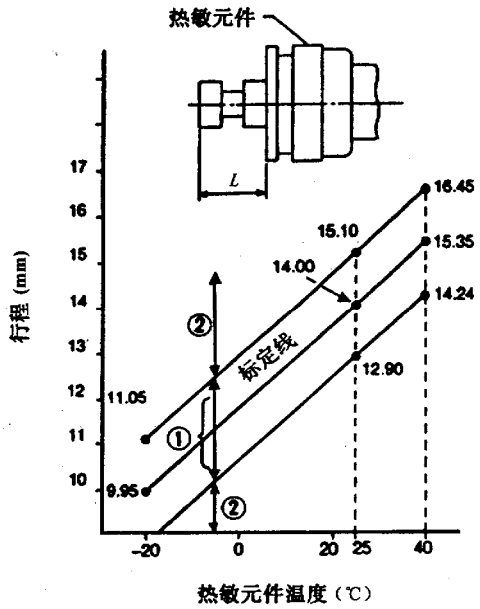

图 8－6－33 检查热敏元件行程
(4) 如图 8－6－33 所示，检查热敏元件的行程是否符合要求。若热敏元件行程正常，则转至步骤 (5)，调整快怠速凸轮；若热敏元件行程不正常，则更换热敏元件，并从步骤 (2) 开始重新进行检查。